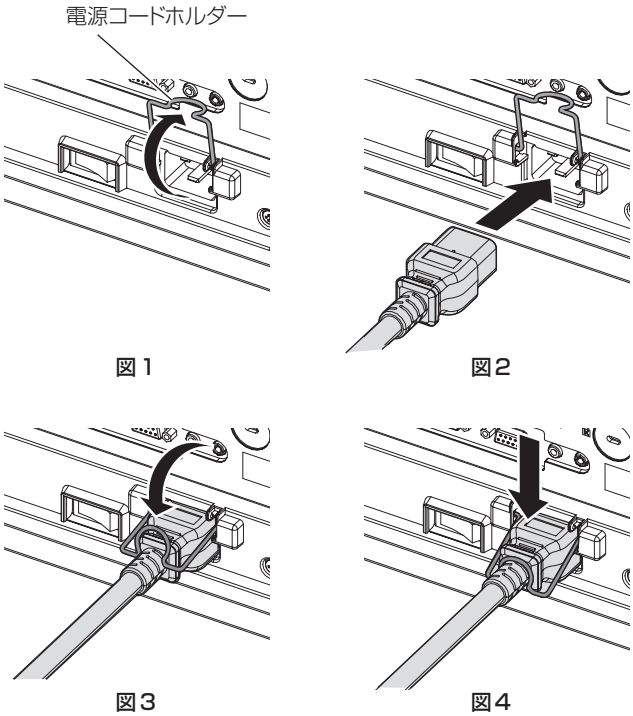

図 1　図 2　図 3　図 4
1) **電源コードが差し込めるように電源コードホルダーが上に持ち上がっていることを確認する（図 1）**